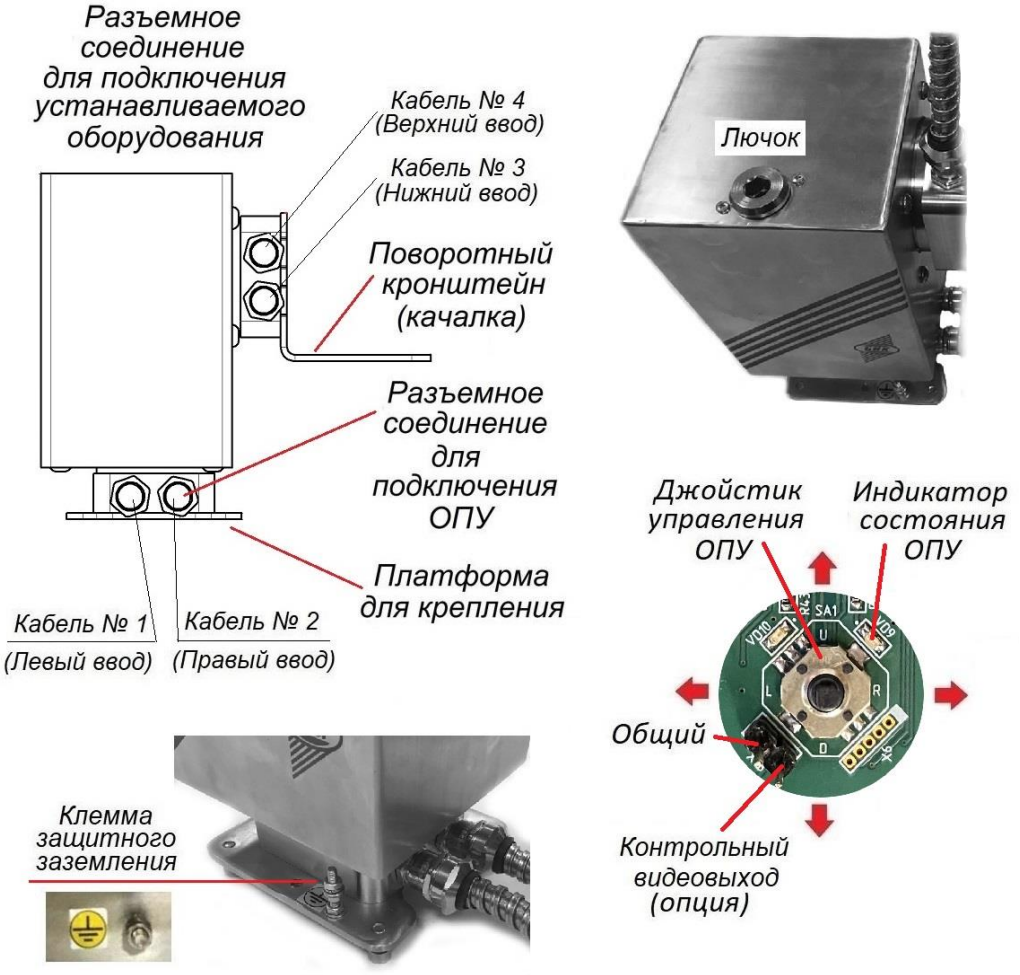

Рис. 5.3.1 Внешний вид ОПУ и назначение элементов конструкции
5.3 Внешний вид ОПУ и назначение элементов его конструкции приведены на рис. 5.3.1.